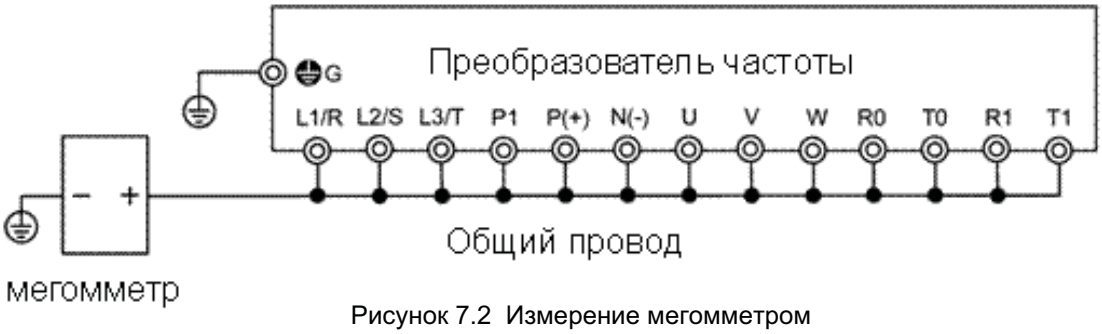

Рисунок 7.2 Измерение мегомметром
3) Соедините клеммы цепи питания общим кабелем (рис. 7.2).